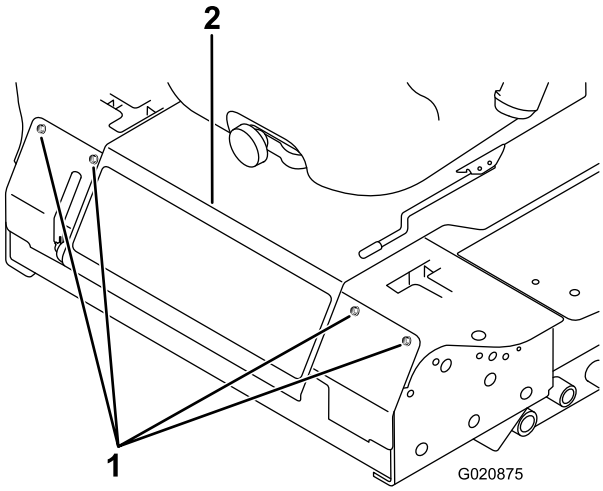

Figur 56
3. Fjern de bolte, der holder frontpanelet fast, og tag panelet af (Figur 56).